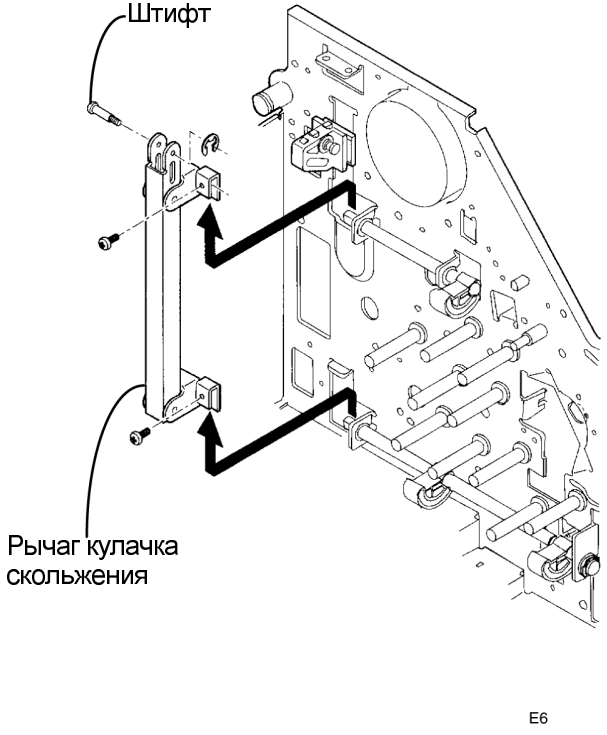

Рисунок 5. Снятие рычага кулачка скольжения
6. (Рисунок 5): Снимите штифт и рычаг кулачка скольжения.